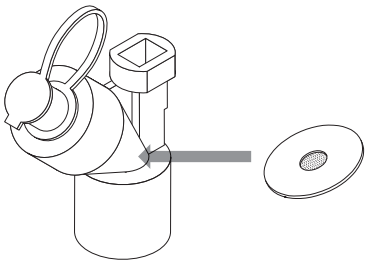

Figur 2. Aerogen Palladium-teknologi med vibrerende nett
- Den kuppelformede hullplaten midt på forstøverenheten må ikke utsettes for utilbørlig trykk (Figur 2).